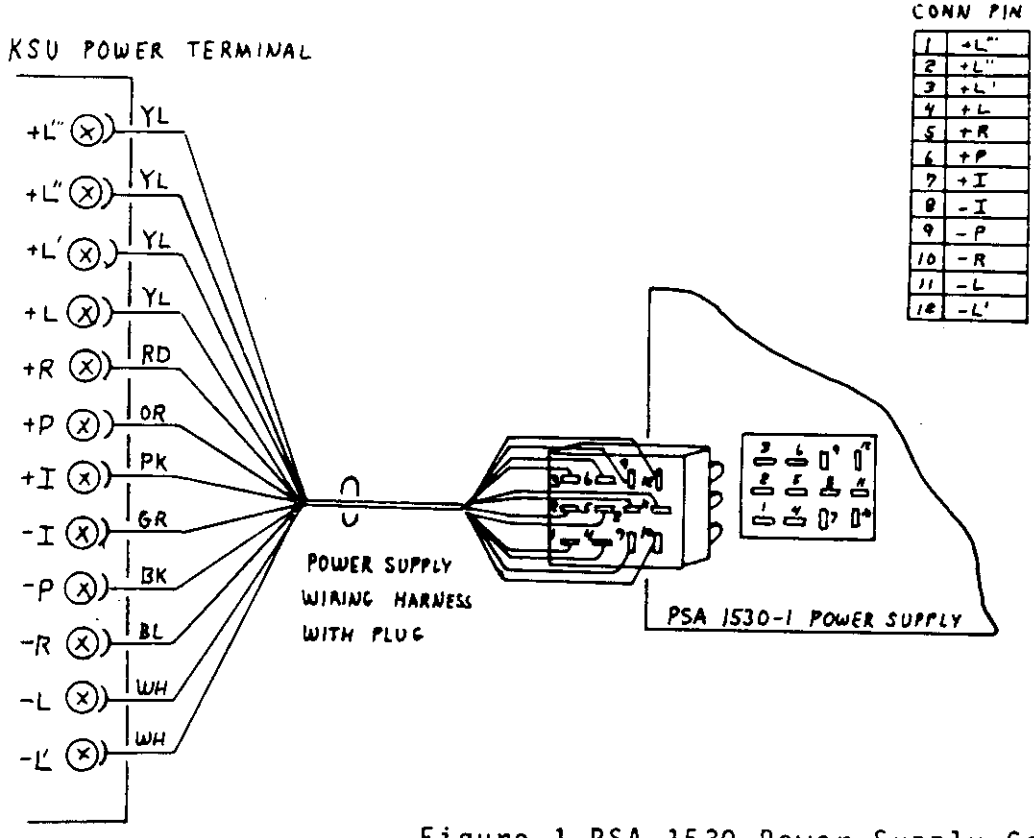

Figure 1 PSA-1530 Power Supply Connection
2.03 A wiring harness is provided to connect the power supply to its associated terminals on the KSU. A Power Terminal Strip is provided on the rear panel of the KSU cabinet. Figure 1 shows the connection of the PSA-1530 Power Supply to the KSU Power Terminal.